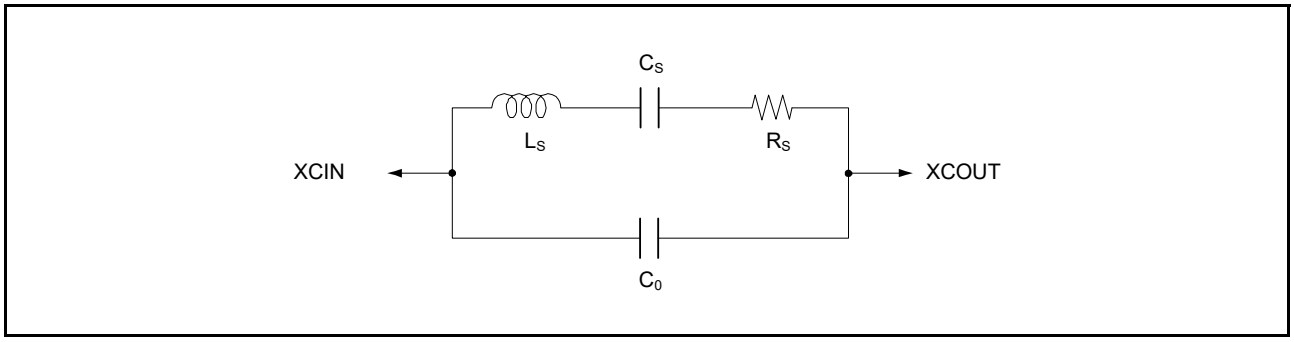

図 9.8 32.768kHz 水晶振動子の等価回路
32.768kHz 水晶振動子の等価回路を図 9.8 に示します。